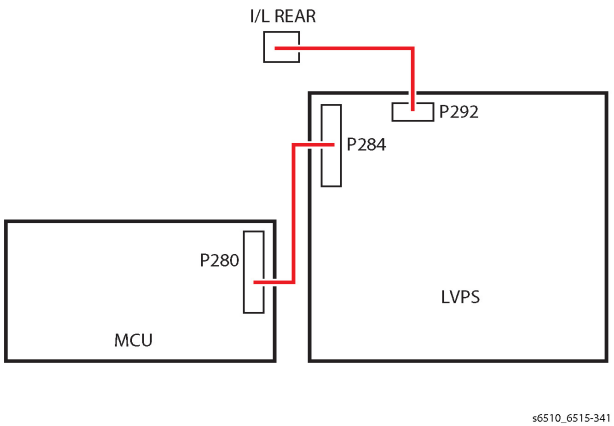

Figure 1
b. Check the connection of the Rear Interlock Switch and the PWBA LVPS. Verify P/J292 is fully seated. Refer to Figure 1.